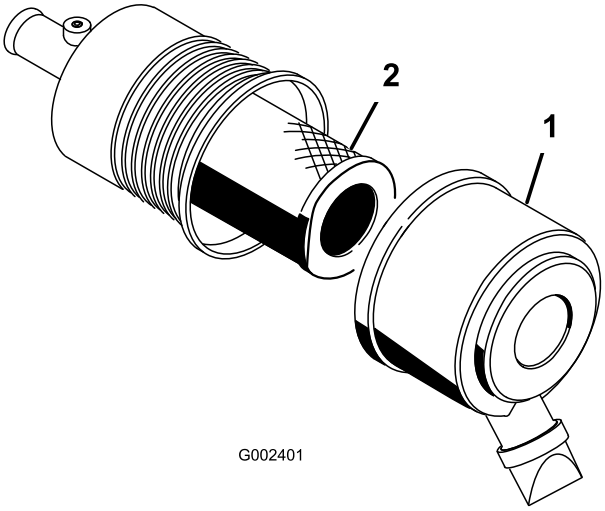

Figur 51
1. Utløs låsene som fester luftrenserdekselet til luftrenserhuset (Figur 51).
2. Fjern dekslet fra luftrenserens kropp (Figur 51).
4. Ta ut og skift ut filteret (Figur 51).